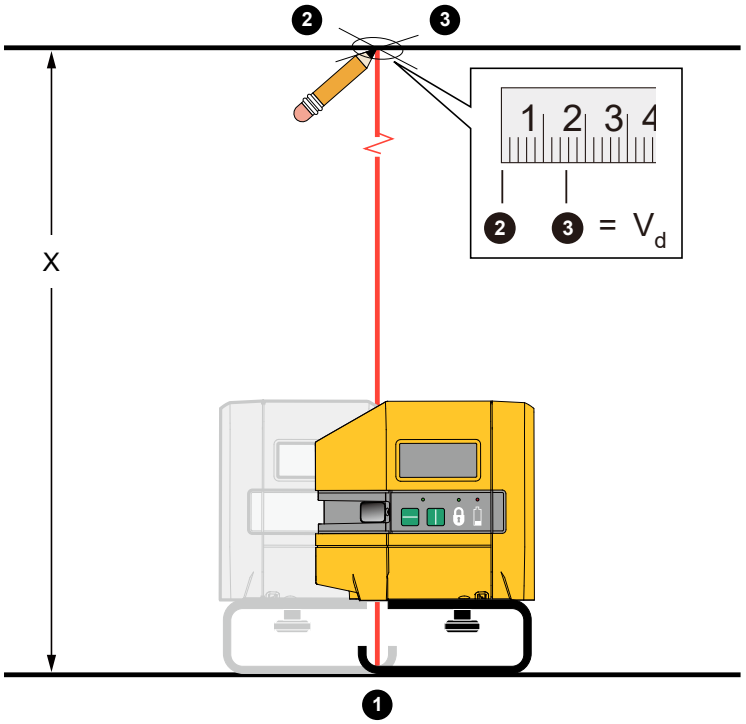

Rysunek 9. Dokładność pionu
2. Umieść znacznik krzyżowy na podłodze. ❶
3. Ustaw laser skierowany w dół w punkcie środkowym znacznika krzyżowego. Patrz Rysunek 9.